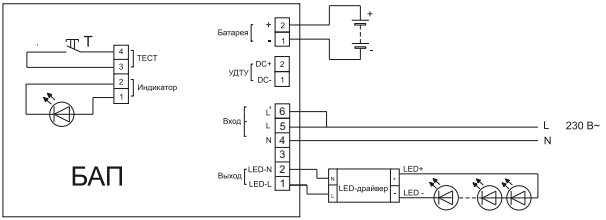

Рисунок 3
4.2.2 Постоянный режим. БАП подключается к светодиодному модулю и LED-драйверу, а выходные клеммы L и L' БАП закорачиваются (рисунок 3). В рабочем режиме происходит подзарядка аккумуляторной батареи (горит красный светодиод), и питание светодиодного модуля производится через LED-драйвер от сети 230 В~.